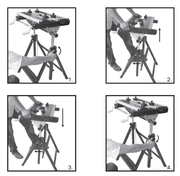

Fig.4 - Pour serrer
d.Tournez les boutons de verrouillage de la hauteur dans le sens des aiguilles d'une montre sur chaque jambe pour serrer (Fig.4).